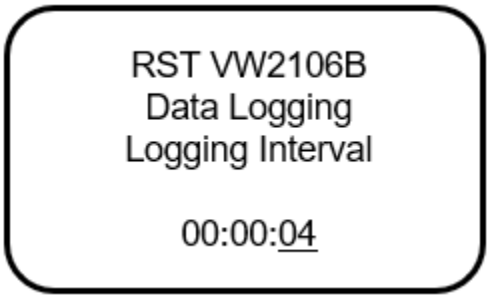

FIGURE 4-5 DATA LOGGING INTERVAL
4. Use the up/down arrows to set the reading interval and press **Enter**. For example, if 4 is selected, the data will log every 4 seconds (Figure 4-5).